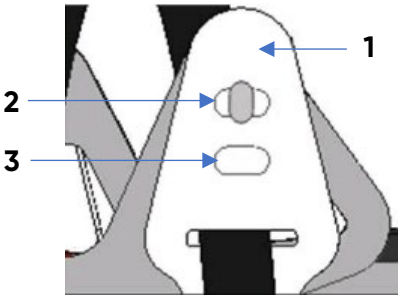

Fig. 2
Hełm posiada dwupozycyjną regulację wysokości noszenia (Fig. 2). Po nałożeniu hełmu na głowę należy upewnić się czy pasy nośne są odpowiednio ustawione do wysokości głowy. Standardowo, zaczepy pasa (1) montowane są w pozycji płytkiej (2). W celu zmiany wysokości noszenia, należy zamocować cztery zaczepy pasa w pozycję głęboką (3).